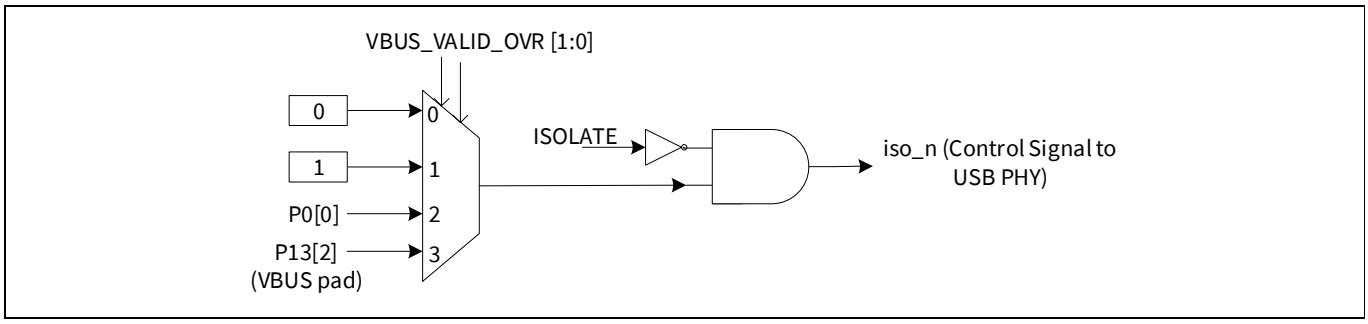

**Figure 21-3. USB PHY output isolation logic**
**Figure 21-3** shows the isolation logic signal (iso_n) generation. iso_n is an active low signal. The device firmware can set the ISOLATE bit field in the USB_POWER_CTRL register to isolate the PHY outputs irrespective of the state of VBUS. For dynamic isolation based on the state of the VBUS, the device firmware should configure the VBUS_VALID_OVR[1:0] bit fields in the USB_POWER_CTRL register to select either the VBUS pad (P13[2]) or the P0[0] GPIO signal depending on which of the two I/Os are used for VBUS detection.